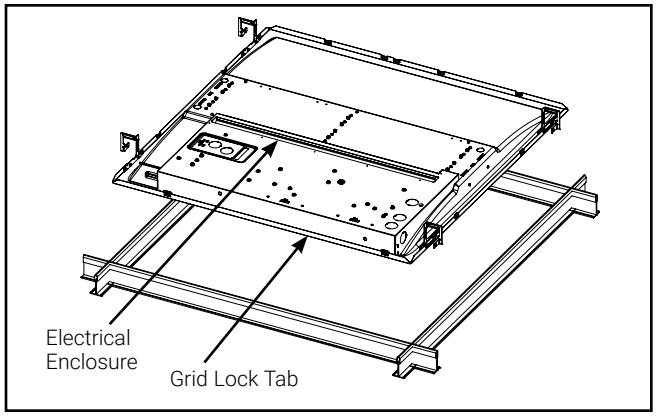

Figure 1. Install in Ceiling T-Grid System
2. Install the luminaire into the ceiling T-grid system. Ensure that the luminaire sits snuggly in T-grid system (Figure 1).